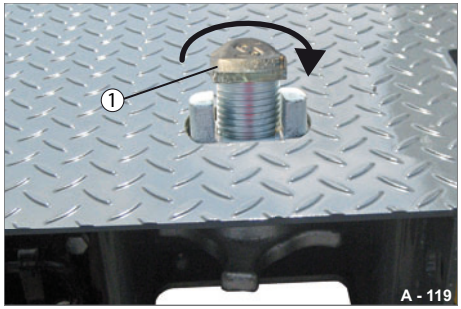

Abb. 141 Drehzapfen lösen
- ▶ Drehen Sie den Drehzapfen (Abb. 141/1) um 90 °.